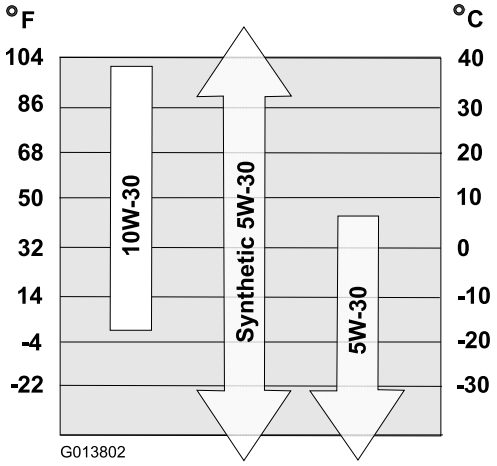

Figura21
6. Utilizai Figura21 de mai jos pentru a selecta cea mai bună vâscozitate a uleiului pentru domeniul de temperatură exterioară ateptat: